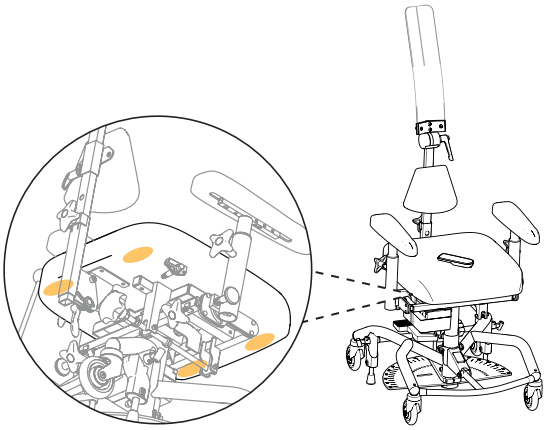

Figur 3.2. Praktiske grep til løfting.
- Løfting skal utføres av to personer. Det er praktiske gripesteder foran og bak samt på høyre og venstre side av undersiden av setet, se figur 3.2.